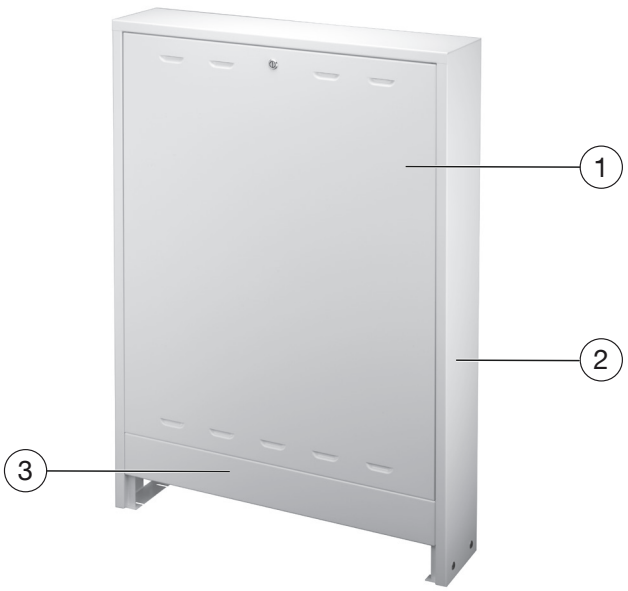

Abb. 1: Aufbau Aufputzschrank geschlossen
Dem Schrank 1341071 liegt eine zusätzliche Estrichblende in verlängerter Ausführung bei. Sie können bei Bedarf die bereits montierte Estrichblende (siehe Abb. 1 auf Seite 6 (3)) abschrauben und durch die beiliegende verlängerte Ausführung ersetzen.